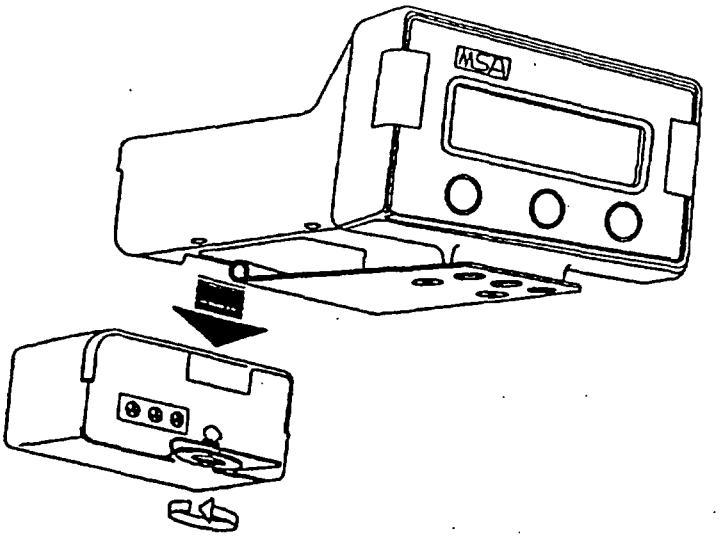

Figure 1-2.
1. Remove the battery pack (FIGURE 1-2).